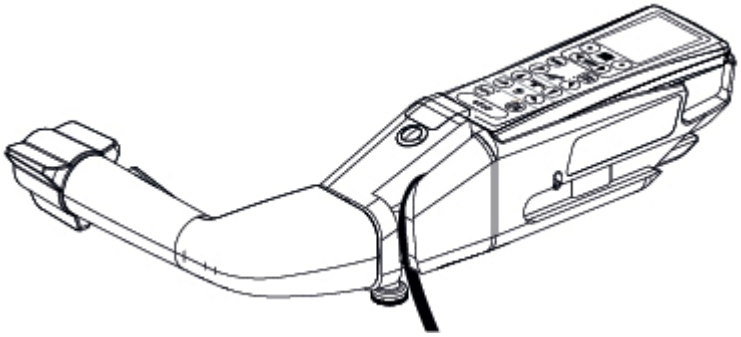

Figura 7-13. Instale el mando a distancia principal
3. Empuje el mando a distancia principal en el mango para el traslado motorizado para fijarlo en su lugar. Consulte la *Figura 7-13*.